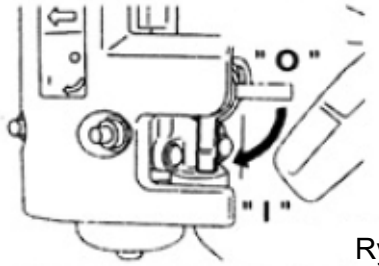

Rys. 4
2. Otworzyć zawór paliwa. (Rys. 4)